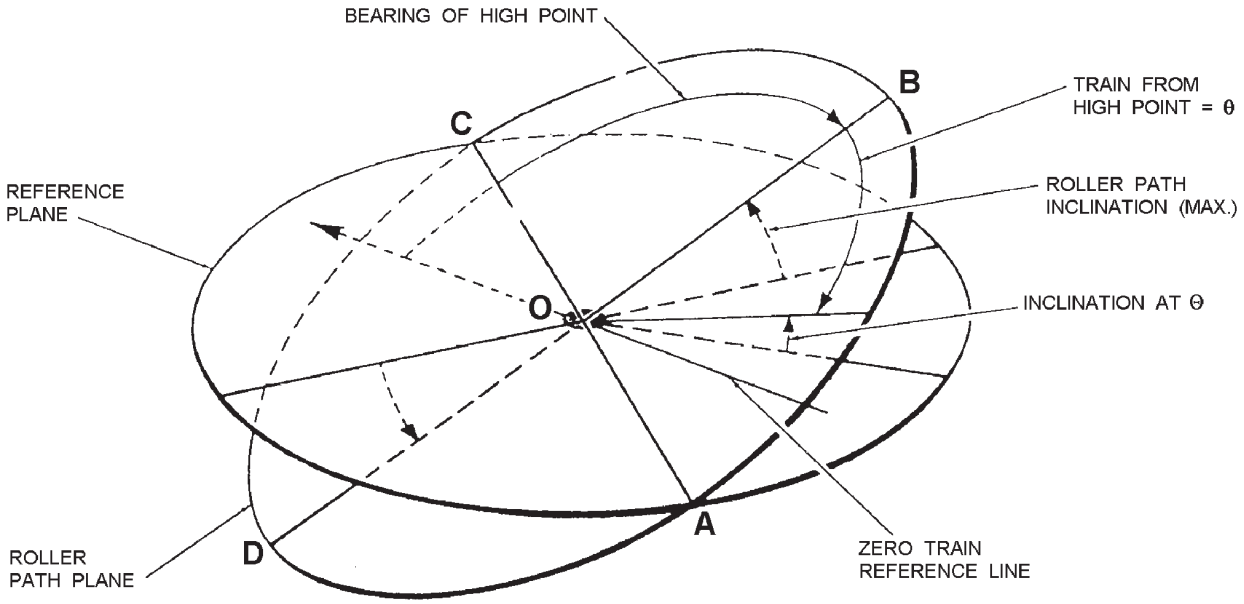

**Figure 11-1.—Variation of roller path inclination with bearing.**
**INCLINATION VERIFICATION**.—Inclination verification consists of the measurement of the tilt between equipment RPPs of the equipment in the combat system and the reference plane. Figure 11-1 shows a plane tilted with respect to the reference plane. Note that the inclination varies with the bearing. In the direction of line OA, the inclination is zero. Inclination increases gradually in the direction of line OB until it reaches maximum positive angle at 90° from line OA. Point B is the bearing of the high point (Bhp). Point D is a negative angle, proportionate to the positive angle of point B. All the references to roller path alignment are expressed in terms of the bearing and inclination of the high point. The tilt of the RPP is determined by using clinometers or similar devices.